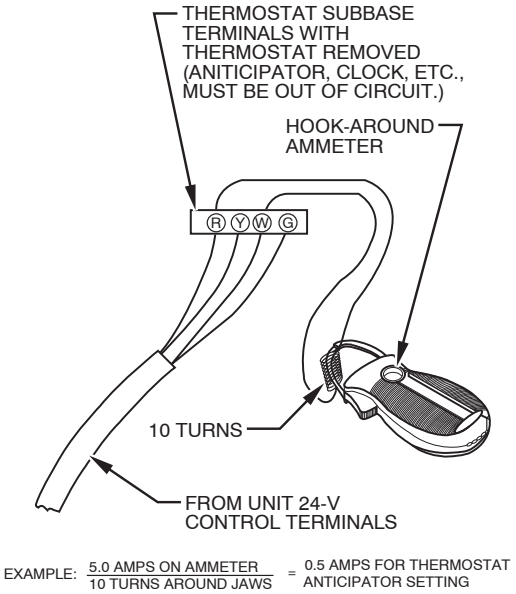

**Fig. 54 - Amp. Draw Check with Ammeter**
c. Connect an amp. meter as shown in Fig. 54 across the R and W subbase terminals or R and W wires at wall.